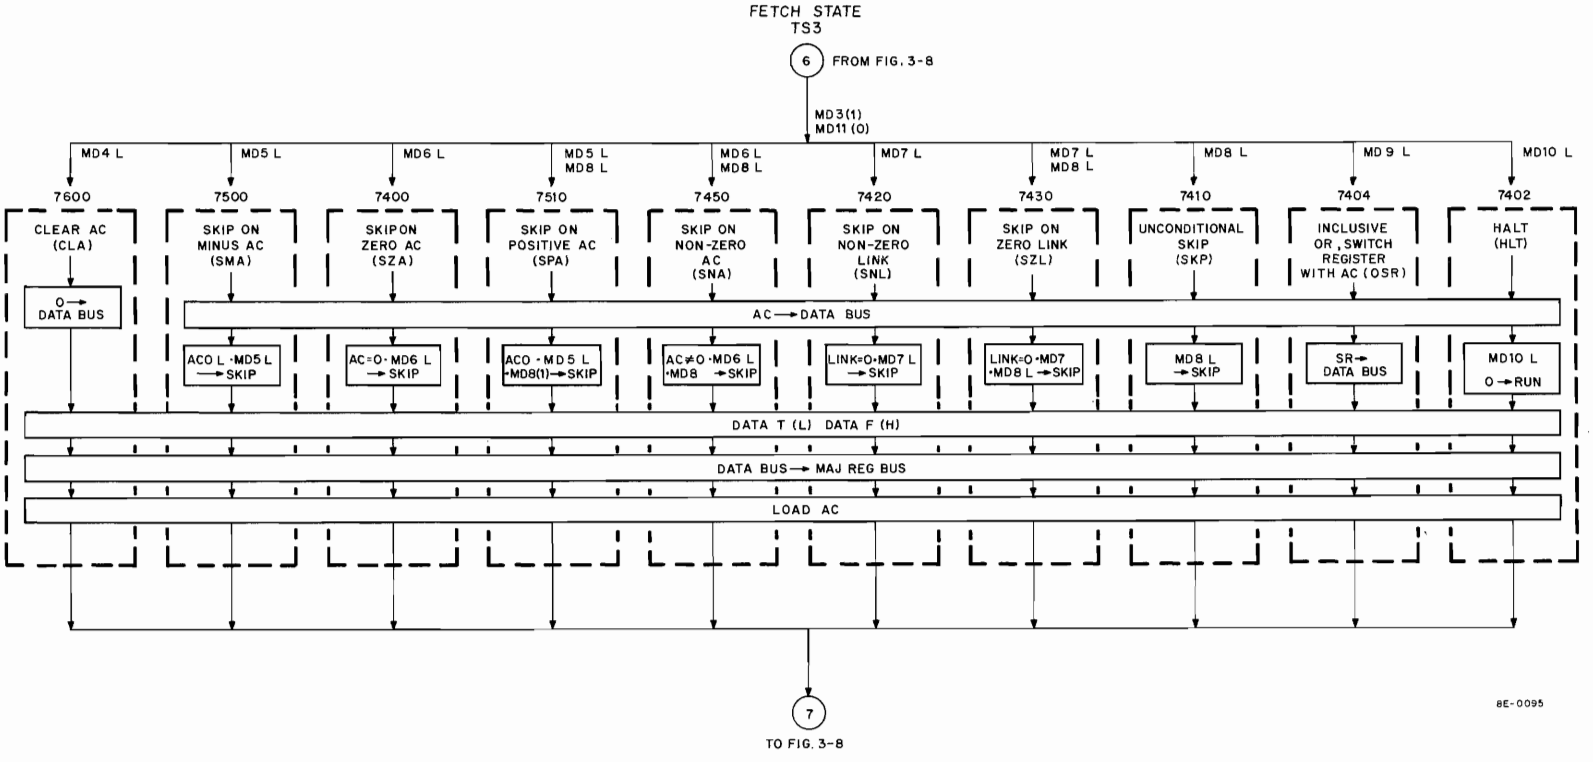

Figure 3-10 GROUP 2 Operate Microinstructions (1 Cycle)
Group 2 operate microinstructions are established when MD3 L (1) and MD11 (L) 0 are decoded. Ten basic instructions are provided in Group 2 (Figure 3-10).